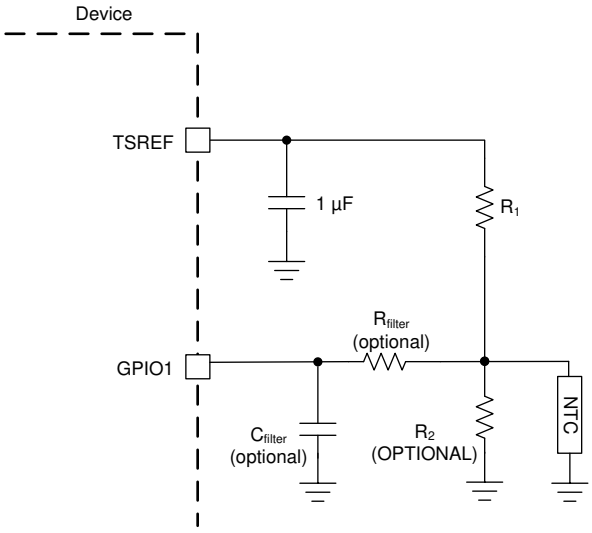

Figure 7-6. Thermistor Connection
Figure 7-6 shows the thermistor circuit when GPIO is enabled for thermistor measurements. MCU ensures TSREF is enabled by setting *CONTROL2[TSREF_EN]* = 1 and settled before taking the measurement value.
- R1 is the pull-up resistor as shown in Figure 7-6 with the assumption the R2 is not used